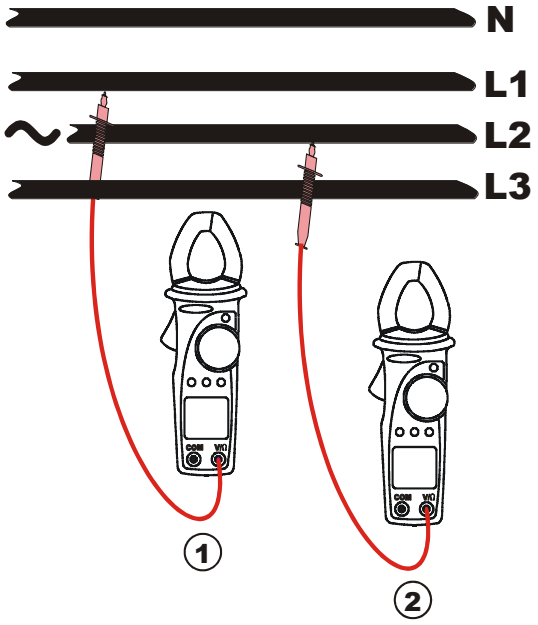
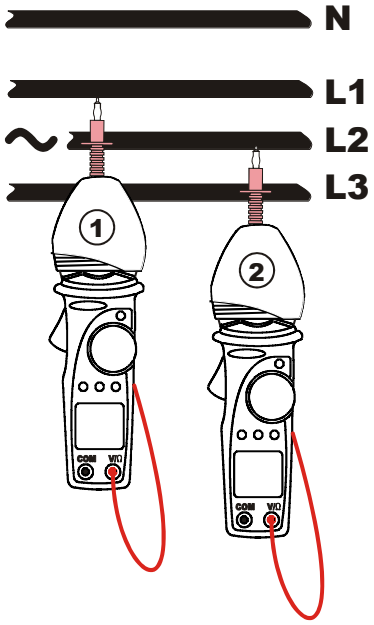

Fig. 14: Detecção da sequência das fases
Fig. 15: Detecção da sequência das fases com capacete de borracha
4. Ligar a ponteira vermelha à fase L1 (ver Fig. 14, 1ª medição). Como alternativa, usar o capacete de borracha para alojar a ponteira vermelha (ver Fig. 15, 1ª medição).
9. Retirar a ponteira da fase L1 e colocá-la na fase L2 (ver Fig. 14 ou Fig. 15, 2ª medição).
9. Retirar a ponteira do primeiro cabo e colocá-la no segundo (ver Fig. 14 ou Fig. 15, 2ª medição).